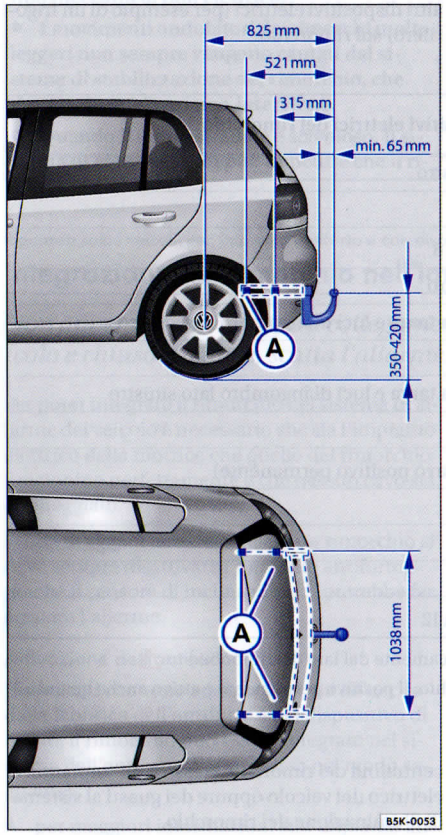

Fig. 61 Punti di ancoraggio per il dispositivo di traino
I punti di ancoraggio ⇒ fig. 61 Ⓐ del dispositivo di traino si trovano sulla parte inferiore del veicolo.
- I dati riportati nella figura ⇒ fig. 61 si riferiscono alle misure e ai punti di ancoraggio da osservare scrupolosamente quando si monta un dispositivo di traino.